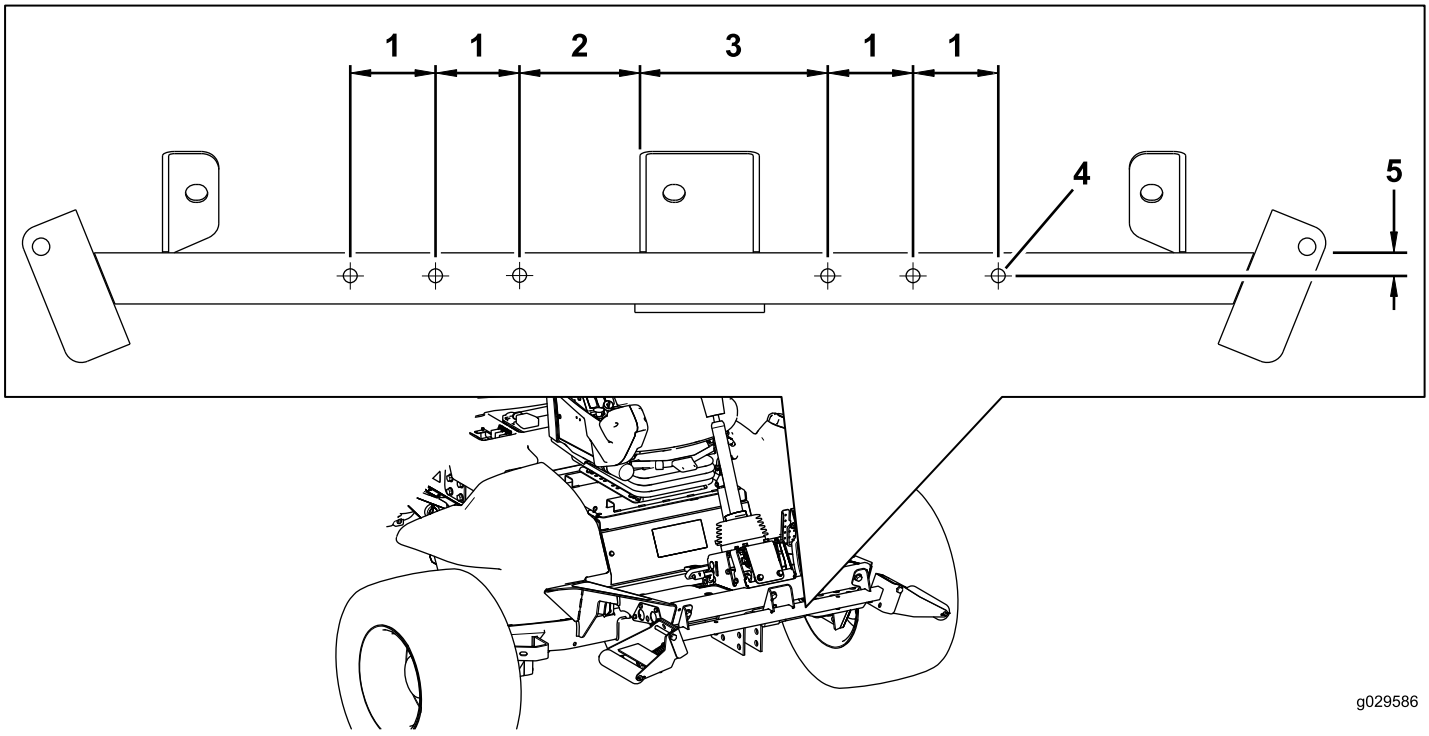

Bild 3
4. Verwenden Sie die in Bild 3 abgebildeten Werte und markieren und bohren Sie sechs 1,0 cm große Löcher durch beide Wände des Rollenstützrohrs.